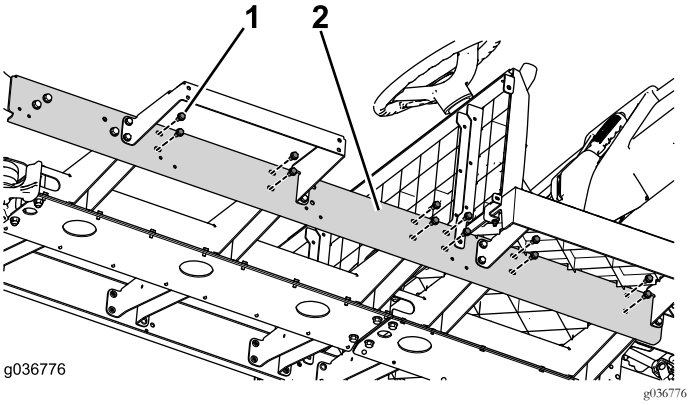

Figuur 31
7. Monteer het overige bevestigingsmateriaal van het kanaal (Figuur 31).